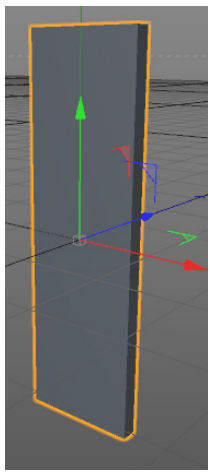

Figure 2-9 *Rectangle extruded in the Perspective viewport*
5. Select *Extrude* in the Object Manager. In the Attribute Manager, choose the **Object** button; the **Objects Properties** area is displayed. In this area, enter **25** in the **Offset** spinner; *Rectangle* is extruded in the Perspective viewport, as shown in Figure 2-9.